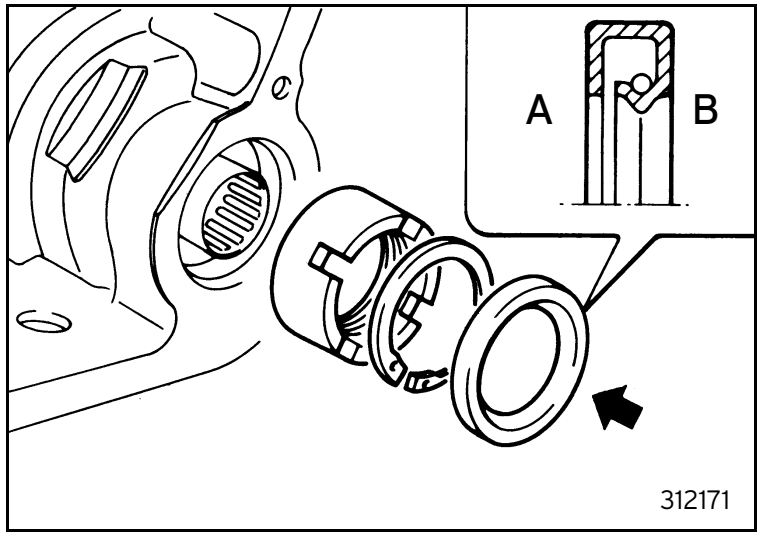

Fig. 72
- loosen the securing screws of the two forks, then manually engage two gears through the relevant control forks to prevent the shafts from rotating; using tool 962495038 tighten the rear driving shaft bearing ring nut to the specified torque (figure 72);